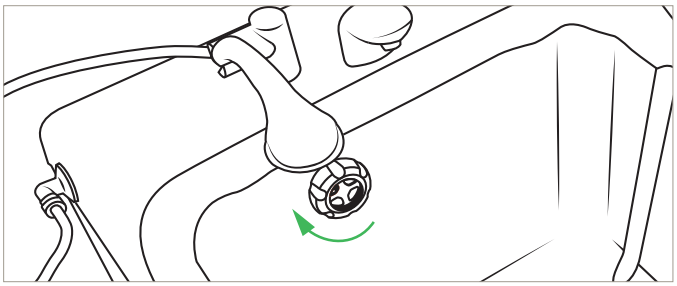

Abbildung 31
1. Nach dem Baden den Abflussstopfen durch Drehen im Uhrzeigersinn öffnen und das Wasser ablassen. Siehe Abbildung 31.